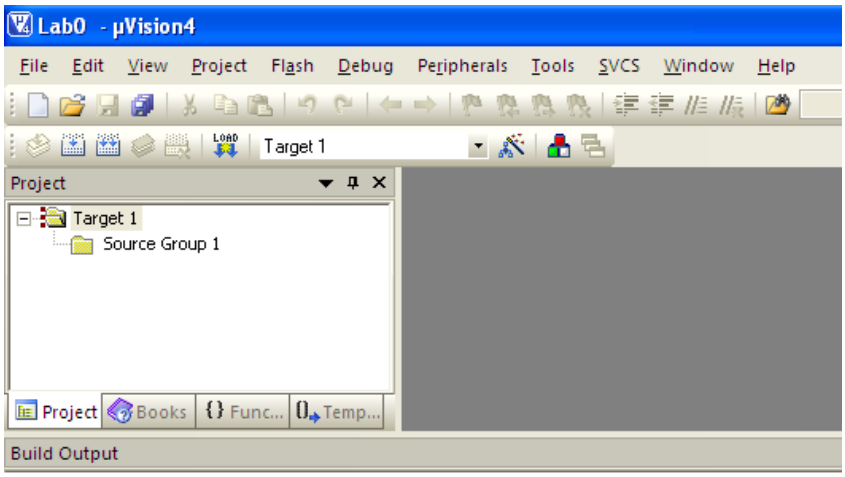

Figure 1.2 – The µVision5 environment [5]
7. Switch back to the uVision5 screen, which should now resemble Figure 1.2.